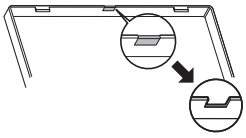

Рис. 4.2.7
• Вырежьте заглушку (обозначено серым на Рис. 4.2.7) на передней крышке ножом или кусачками.